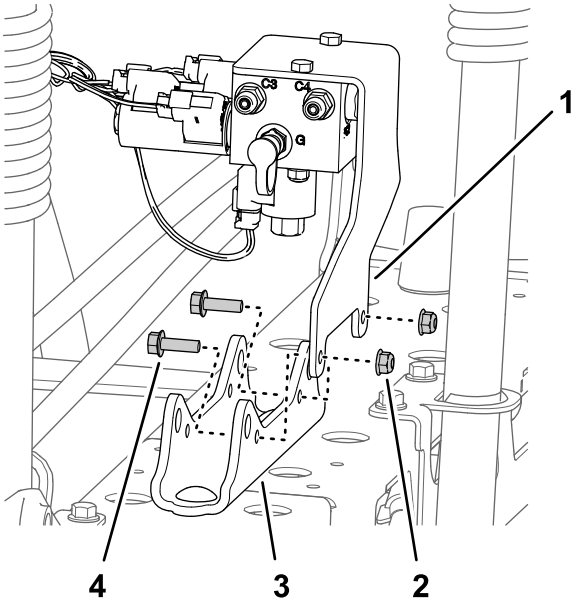

Figuur 41
- **Voor machines zonder optionele nivelleerset voor de ultrasone spuitboom:** Verwijder de 2 flensborgmoeren (5/16 inch) en 2 flenskopbouten (5/16 x 1 inch) waarmee de steunbeugel voor het verdeelstuk van de spuitboom is bevestigd aan de cilinderbevestiging, en verwijder het verdeelstuk en de beugel van de cilinderbevestiging (Figuur 41).